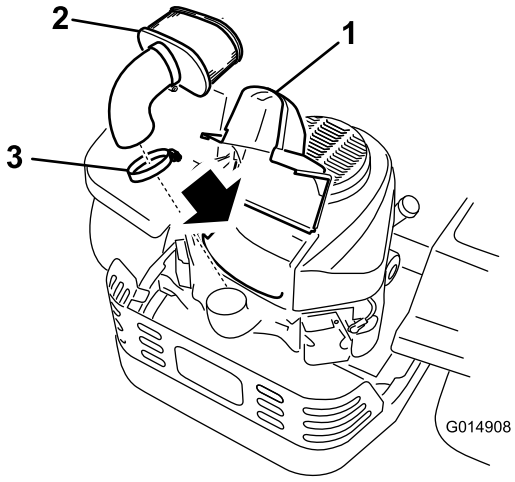

Figuur 37
4. Til het deksel op en verwijder de slangklem waarmee het luchtfilter aan de motor bevestigd is (Figuur 37).
5. Draai de slangklem los en verwijder het papierelement (Figuur 37).